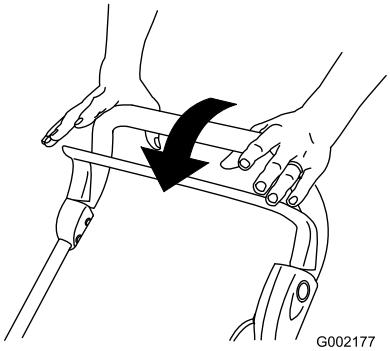

Bild 18
1. Lassen Sie den Schaltbügel los (Bild 18).